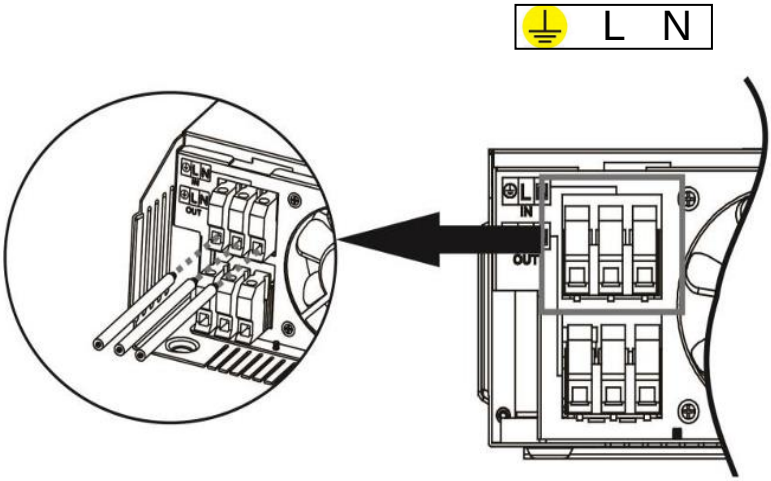

Abb. 6-15 Lage der Klemmanschlüsse AC-Eingang.
- Führen Sie die Leitungsenden durch die entsprechende Bodenöffnung und schrauben die einzelnen Leiter gemäß der Kennzeichnung PE, L, N (Klemmanschluss) an (Abb. 6-15). Das aufzubringende Drehmoment entnehmen Sie auch der Tabelle oben.